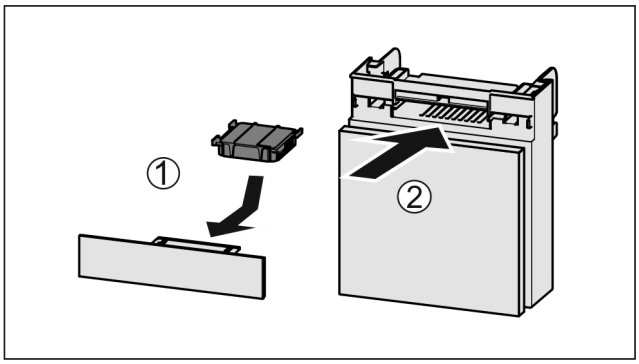

Fig. 106
▶ Aktivkohlefilter nach Abbildung einsetzen *Fig. 106 (1)*.
▶ Fach einschieben *Fig. 106 (2)*.